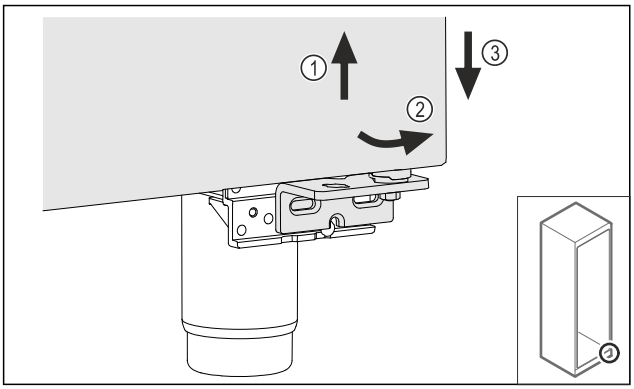

Fig. 12
▶ Ridicați ușor ușa *Fig. 12 (1)*, basculați-o jos spre înainte *Fig. 12 (2)* și coborâți-o *Fig. 12 (3)*.